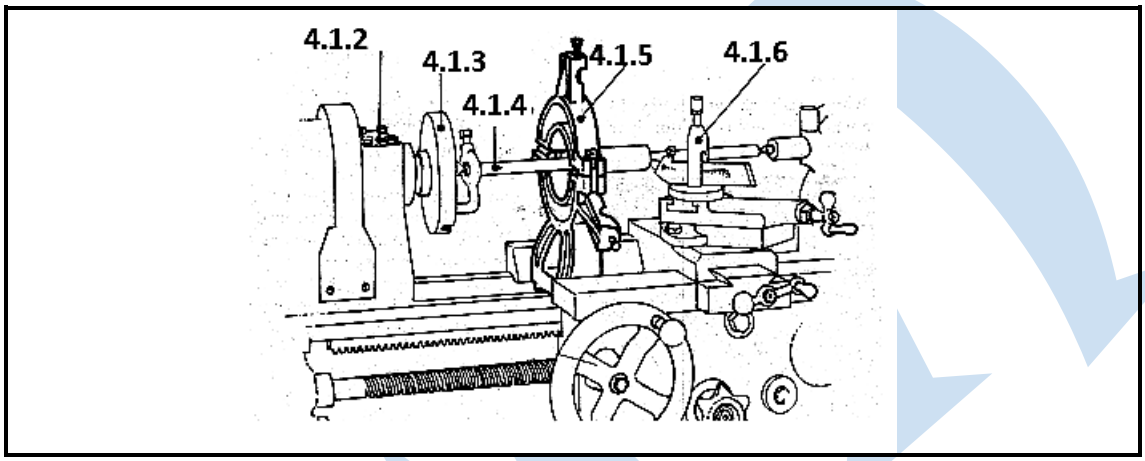
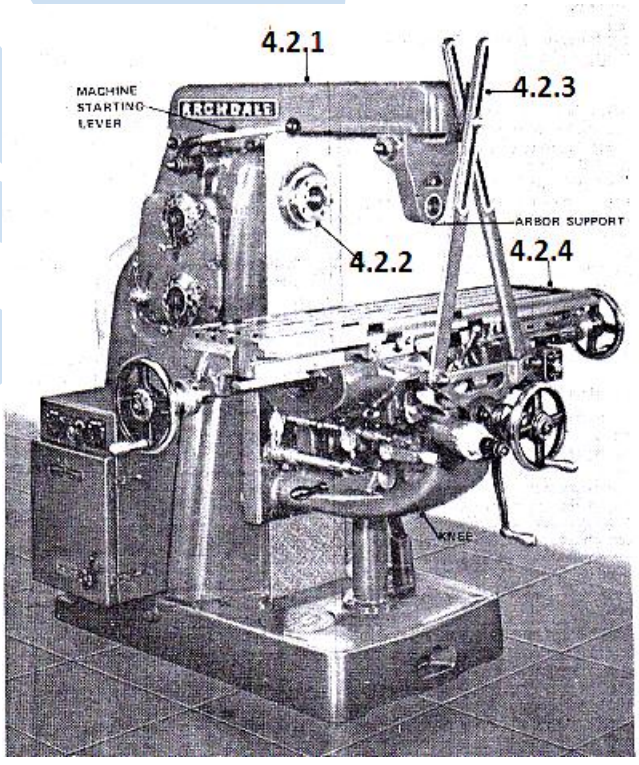

FIGUUR 2
FIGUUR 3
4.1 FIGUUR 2 hier onder toon 'n masjineringsproses met 'n stut.
4.1.1 Identifiseer die tipe masjien en die tipe masjineringsproses wat in FIGUUR 2 uitgebeeld word. (2)
4.1.2 Benoem die masjienkomponente wat in FIGUUR 2 gemerk is deur slegs die antwoord langs die vraagnommer (4.1.2–4.1.6) in die ANTWOORDBOEK te skryf. (5)
4.2 FIGUUR 3 toon 'n baie belangrike masjien in die masjineringswerkswinkel.
Benoem die komponente wat in FIGUUR 3 gemerk is deur slegs die antwoord langs die vraagnommer (4.2.1–4.2.4) in die ANTWOORDBOEK neer te skryf. (4)
4.3 Noem VYF masjineringsprosesse wat op die masjien in FIGUUR 3 uitgevoer kan word. (5)
4.4 Vergelyk die masjineringsprosesse van die masjien in FIGUUR 2 en die masjien in FIGUUR 3 ten opsigte van die volgende: